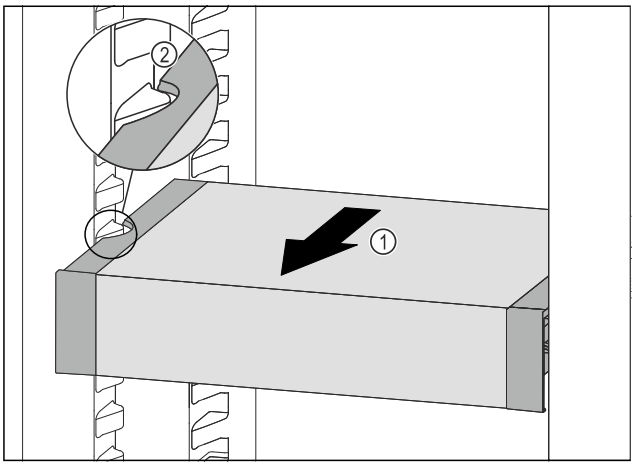

Fig. 126
▶ Pull VarioSafe forwards *Fig. 126 (1)* until the recesses in the side of the VarioSafe are at the level of the support rib in the fridge section. *Fig. 126 (2)*